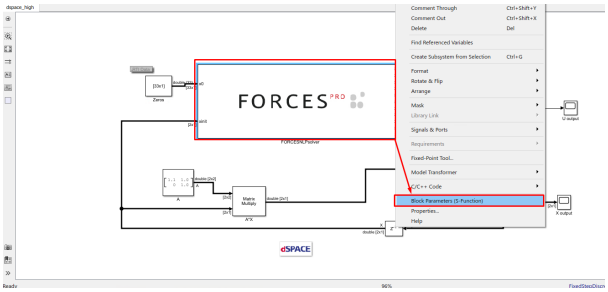

Figure 10.13: Open the FORCES PRO block's parameters.
13. (Figure 10.13) Access the FORCES PRO block’s parameters.